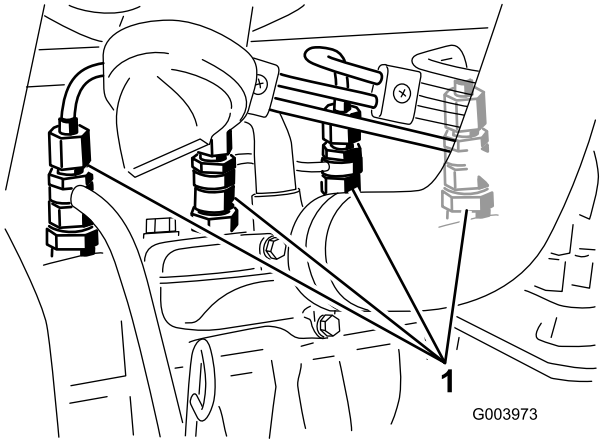

Figur 58
1. Løsne rørforbindelsen til injektormunnstykke nr. 1 og holderen ved innsprøytingspumpen (Figur 58).